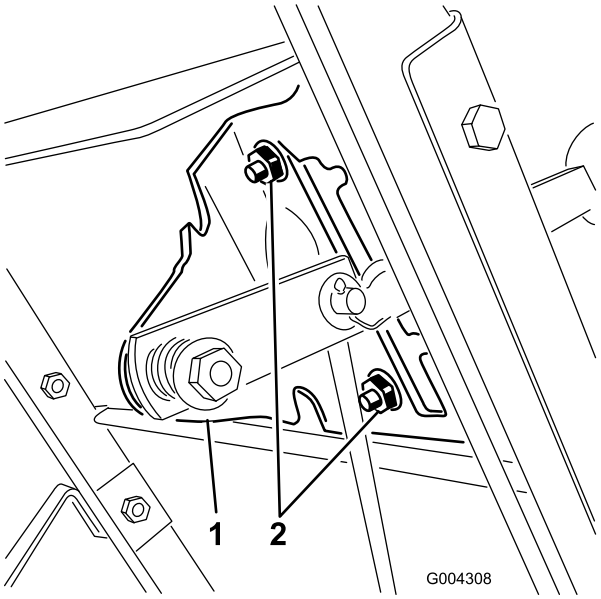
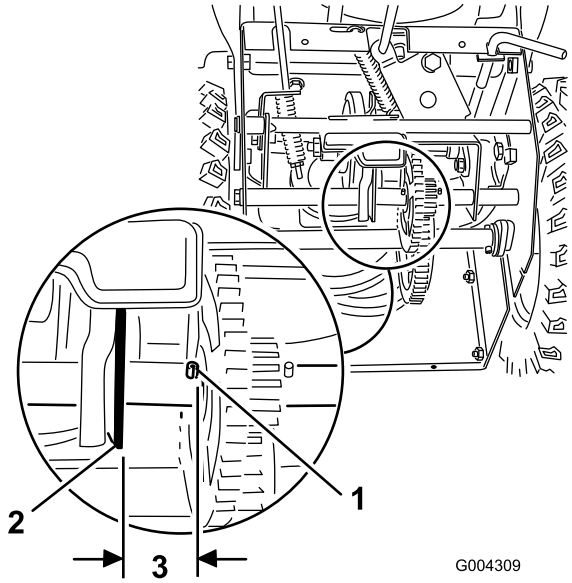

Figur 23
Figur 24
4. Lossa flänsmuttrarna som fäster väljarplåten vid kontrollpanelen (Figur 23).
Obs: Drivningsenheten ska vara 3 mm från rulltappen. Om den inte är det flyttar du väljarplåten (Figur 23) tills mellanrummet är 3 mm, se Figur 24.